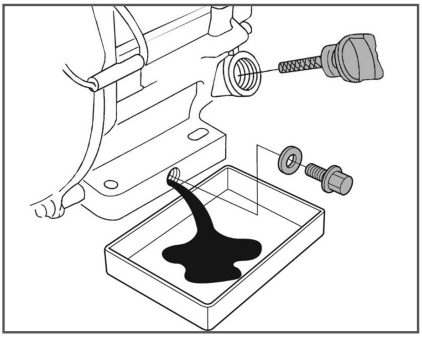

Рис. 19 Замена моторного масла
6. Открутите пробку для слива масла и слейте отработанное масло в подготовленную для этого емкость (Рис. 19).